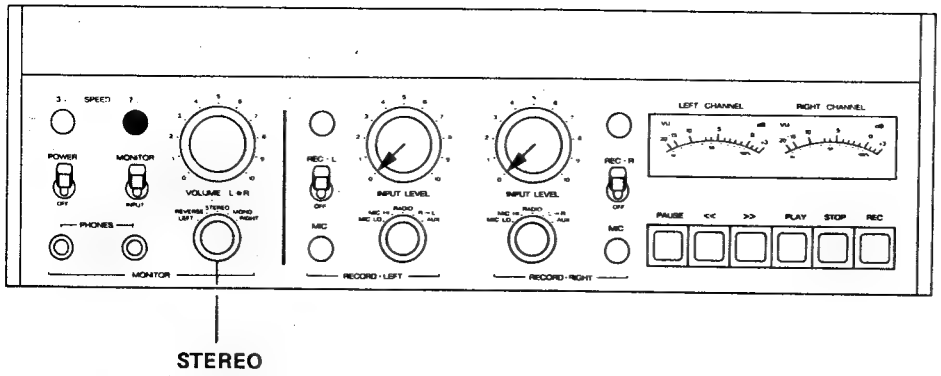

Fig. 6.4.–8
– Bedienungselemente nach Fig. 6.4.–8 einstellen.
– Set operating controls as per fig. 6.4.–8.